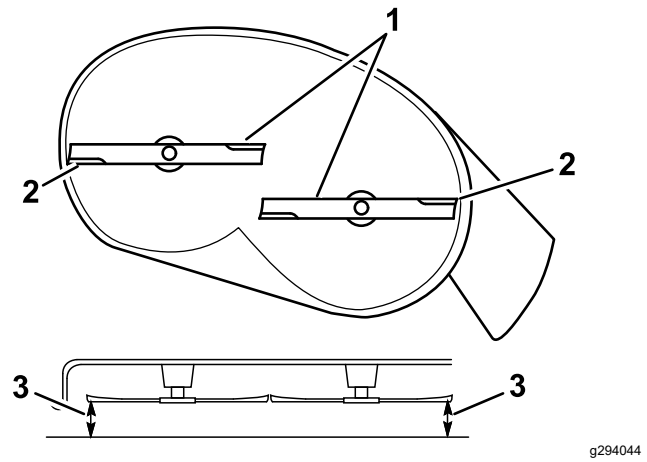
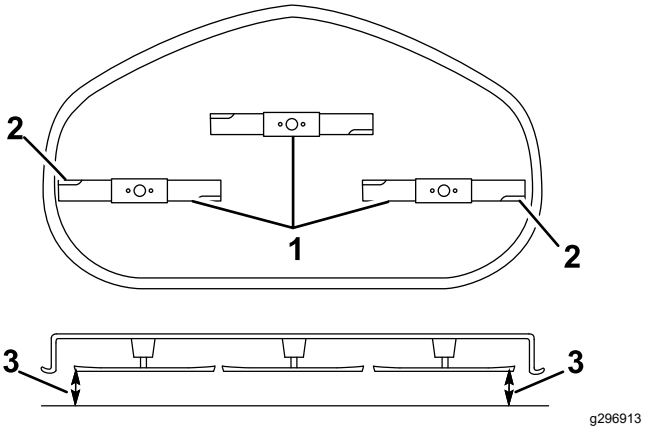

Figur 67
Figur 68
5. Mål mellem de udvendige skærekanter og den plane overflade (Figur 67 og Figur 68).